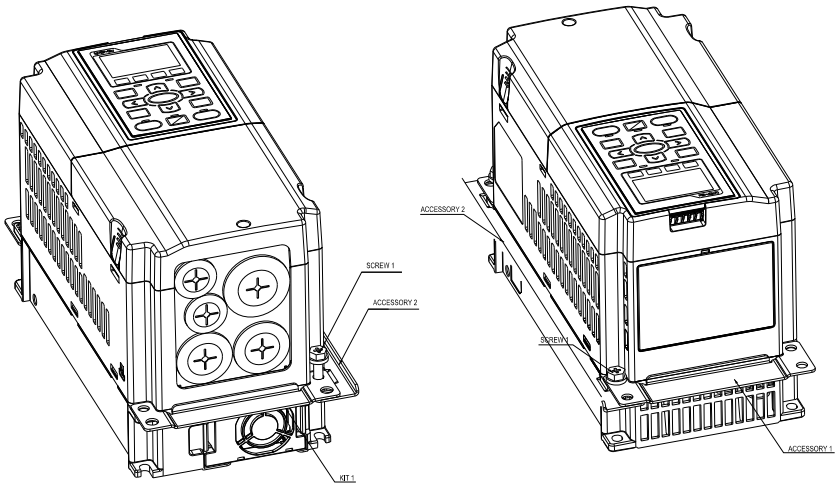

Figure 1
1. Fasten screw*2(M6) and accessory 2 &3. Screw torque: 25~30 kg-cm / [21.7~26 Ib-in.] / [2.5~2.9 Nm] (figure 1)